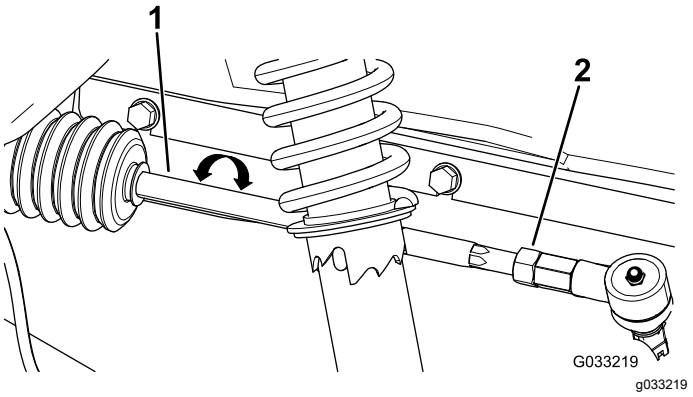

Figur 58
2. Hvis målene ikke faller innenfor 0 til 6 mm, løsne låsemutteren i den ytre enden av parallellstagene (Figur 58).